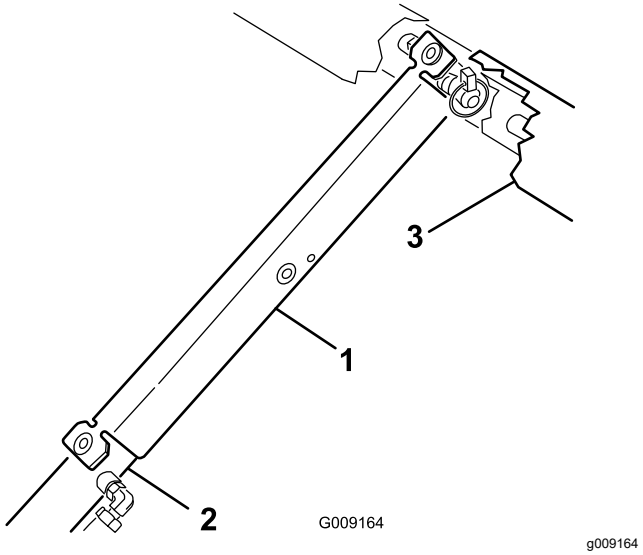

Figura 20
3. Empuje el soporte de la plataforma sobre la varilla del cilindro, asegurándose de que los extremos del soporte descansan sobre el extremo del cilindro y sobre la rótula de la varilla del cilindro (Figura 20).